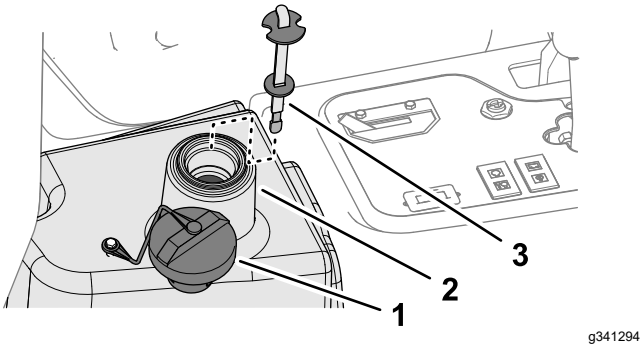

Figur 88
2. Rengør området omkring påfyldningsstudsen og hydraulikvæsketankens dæksel (Figur 88) og fjern dækslet.